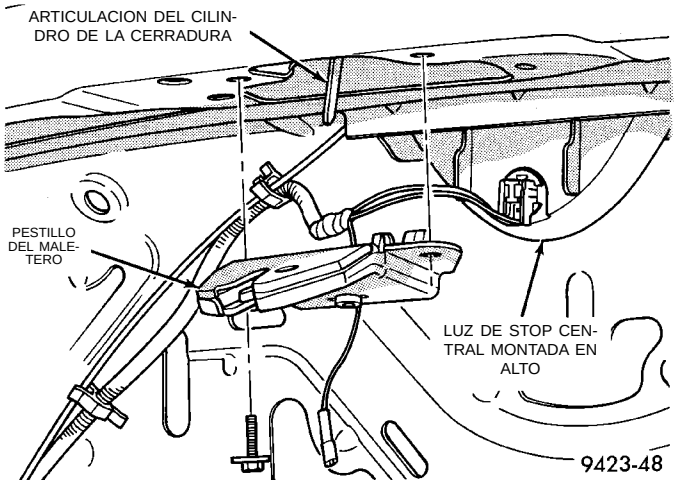

Fig. 76 Pestillo del maletero
(1) Suelte el pestillo de la tapa del maletero y ábrala.
(2) Retire los pernos que sujetan el pestillo a la tapa del maletero (Fig. 76).
(3) Separe el pestillo de la tapa del maletero.
(4) Desconecte el pestillo el cable de desenganche a distancia del pestillo del maletero.
(5) Desacople del pestillo el conector del conmutador de puerta entreabierta del maletero.
(6) Separe el pestillo del vehículo.